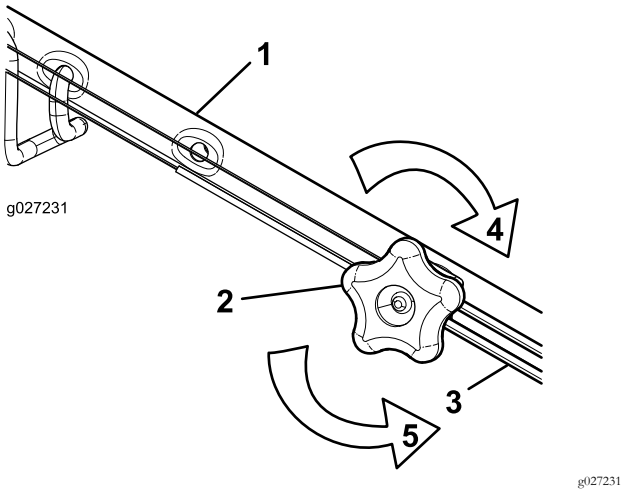

Figuur 32
1. Draai de stelknop linksom om het afstelmechanisme van de kabel los te zetten (Figuur 32).
2. Stel de kabelspanning af (Figuur 32) door de kabel naar achteren of naar voren te bewegen en hem in deze positie te houden.